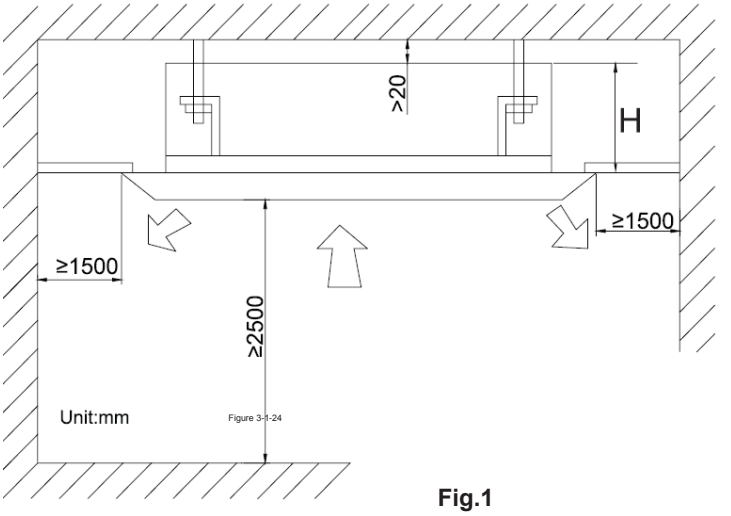

Fig.1
(9) Wire the swing flap motor as shown in Fig 1.